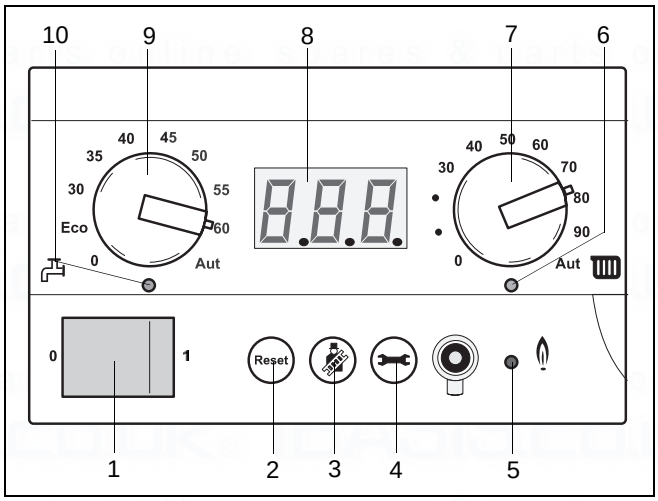

fig. 37 BC10
Mains switch (→ fig. 37, item 1)
Reset button (→ fig. 37, item 2)
Chimney sweep button (→ fig. 37, item 3)
Service Button (→ fig. 37, item 4)
LED "burner on" (→ fig. 37, item 5)
Setting the flow temperature (→ fig. 37, item 7)
The knob with the radiator symbol (→ fig. 37, item 7) allows the installer to set the maximum flow temperature (→ table 4). When the boiler is in operation for central heating then the LED "CH operation" (→ fig. 37, item 6) is lit.
Setting the domestic hot water temperature (→ fig. 37, item 9)
Turn the knob with the tap symbol (→ fig. 37, item 9) to the desired temperature for your domestic hot water (→ table 5).
When the boiler is in operation for domestic hot water, the LED "DHW operation is on (→ fig. 37, item 10).